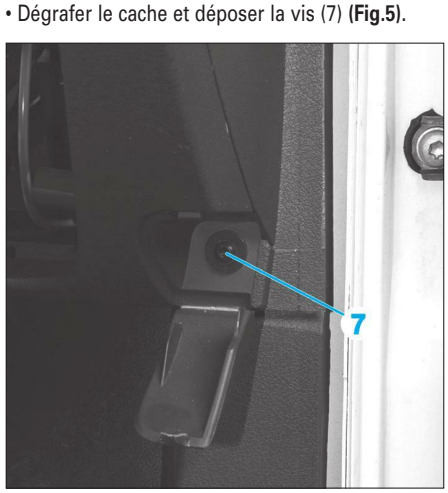

**Fig. 5**
• Dégrafer le cache et déposer la vis (7) **(Fig.5)**.